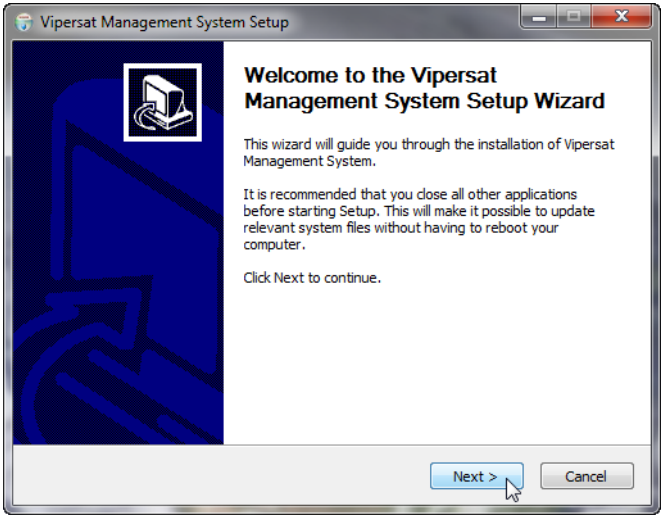

Figure 2-15 Setup Wizard Welcome screen
2. After starting the VMS installer, the **Vipersat Management System Setup Wizard** welcome screen, shown in figure 2-15, is displayed. Click the **Next** button to continue.